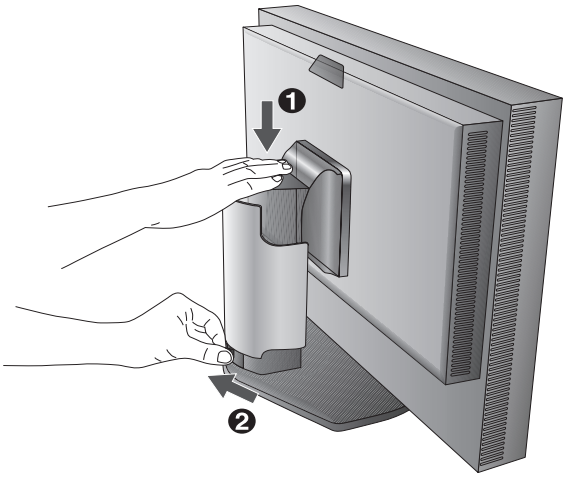

Figure B.1
3. Le bouton de verrouillage bloque le réglage de la hauteur. Placez votre main sur la partie supérieure du support du moniteur pour baisser complètement l'écran. Faites glisser le bouton de verrouillage pour débloquer le moniteur (**Figure B.1**).